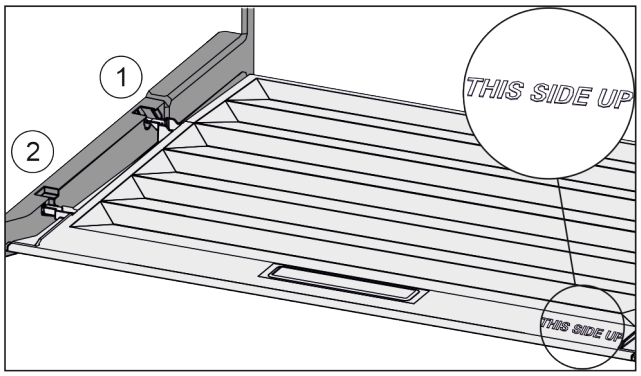

Fig. 28
▶ Insert the lip of the cover over the opening of the rear bracket *Fig. 28 (1)* and click into place *Fig. 28 (2)*.